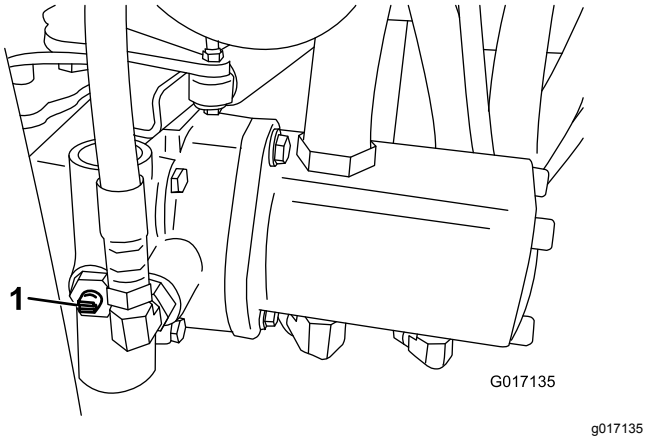

**Figuur 24**
1. Ga naar de omloopklep op de pomp en draai deze zodat de sleuf verticaal staat (Figuur 24).
2. Voordat u de motor start, moet u de omloopklep sluiten door deze zo te draaien dat de sleuf horizontaal staat (Figuur 24). U mag de motor niet starten als de klep open is.